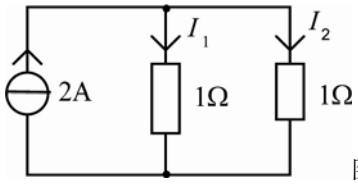
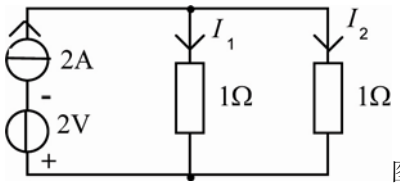

图1
图2
1. 把图1所示的电路改为图2的电路，其负载电流 I_1 和 I_2 将（　）。